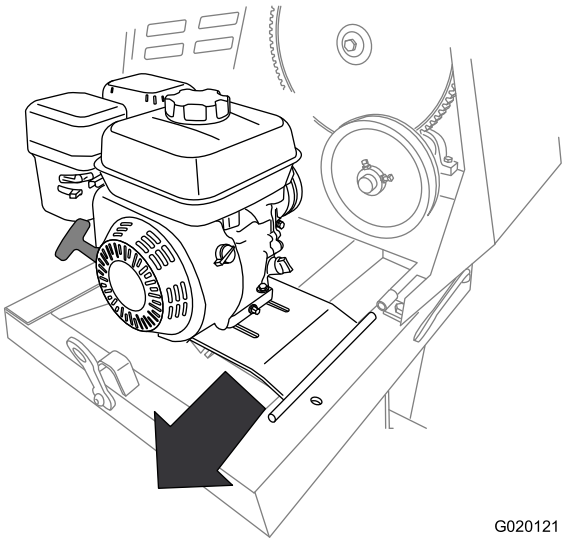

Figure 60
9. Slide the engine deck rearward and out from the forward hinge bracket (Figure 60).
10. Remove the engine and engine deck from the machine (Figure 60).
2. Align the pivot on the engine deck with the forward hinge bracket (Figure 60).
3. Slide the engine deck forward and the pivot into the forward hinge bracket (Figure 60).
4. Align the rear hinge bracket with the pivot on the engine-deck hinge (Figure 60).